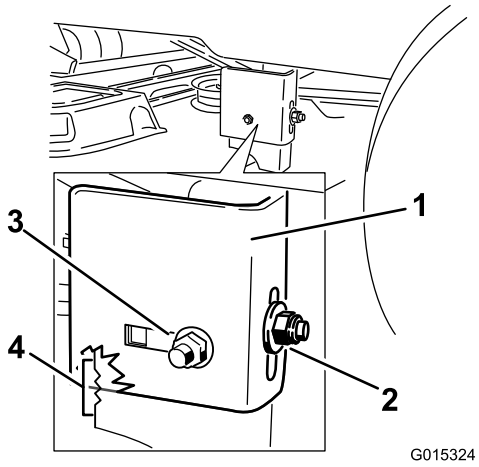
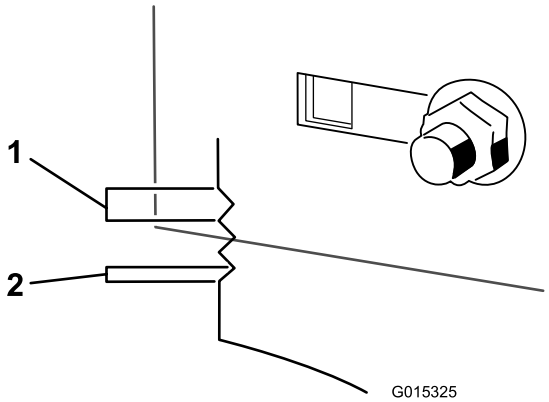

Figuur 54
Figuur 55
9. Draai de achterste borgmoer op de ophangbeugel los (Figuur 54).
10. Draai de borgmoer aan de zijkant op de ophangbeugel los genoeg om de hanger te kunnen verstellen (Figuur 54). Gebruik de inkepingen op de gelaste beugel om de aanpassing af te meten. Elke inkeping komt overeen met 0,25 inch (iets minder dan 6,5 mm) en één zijde met 0,125 inch (iets minder dan 3,2 mm) (Figuur 55). Stel de hoogte van het maaidek in naar wens.
11. Houd het maaidek op de ingestelde stand en draai de borgmoer aan de zijkant op de ophangbeugel vast om het maaidek in de nieuwe stand vast te zetten (Figuur 54). Draai de achterste borgmoer op de ophangbeugel los.